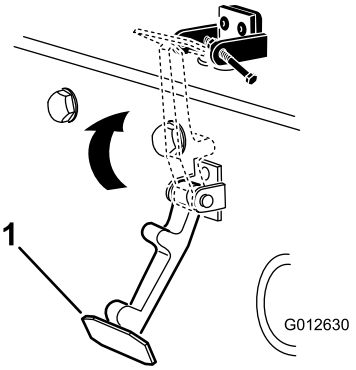

Figuur 8
6. Haak de sluiting op de vergrendelbeugel van de motorkap (Figuur 8).